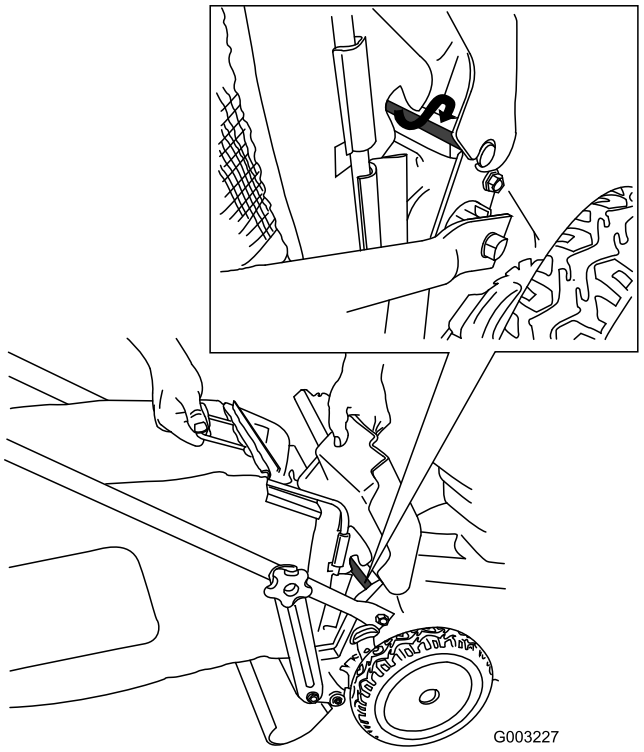

Figuur 26
4. Monteer de zak op de stang van de klep (Figuur 26).